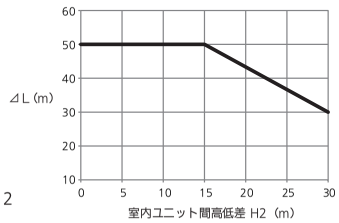

図２
- ⊿Lの制限が変わります。下記の図２ を参考にしてください。